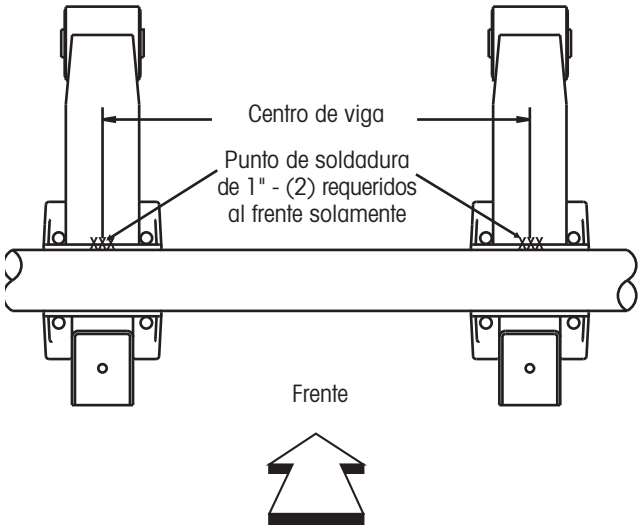

Figura 8. Ubicación de puntos de soldadura
8. Coloque un punto de soldadura de 1 pulgada de longitud en el centro de cada parte delantera de las conexiones viga/eje. Esto es un punto de soldadura por cada viga de suspensión (Figura 8).
7. Usando una abrazadera grande asegure la viga al eje y aplique un punto de soldadura como se muestra en la Figura 8. Los tornillos U son instalados después de que el asiento del eje y la viga han sido completamente soldados y se hayan enfriado.
15. Sujete las vigas al eje con unos puntos de soldadura como se muestra en la Figura 8.
9. Usando una abrazadera grande asegure la viga al eje y aplique un punto de soldadura como se muestra en la Figura 8. Los tornillos U son instalados después de que el asiento del eje y la viga han sido completamente soldados y se hayan enfriado.